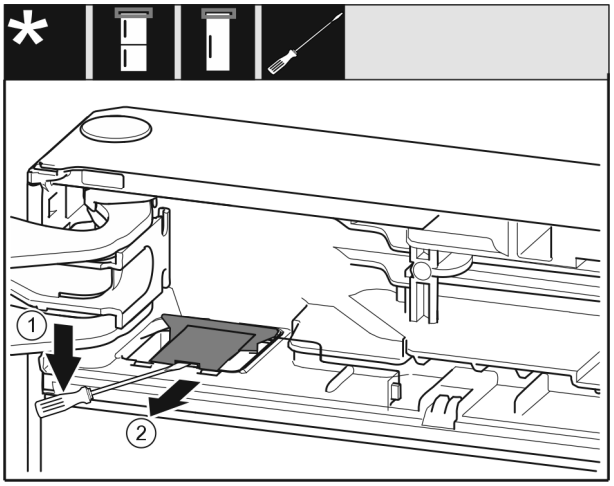

Fig. 14
▶ Plochým šroubovákem uvolněte kryt *Fig. 14 (1)*.
▶ Vyjměte kryt *Fig. 14 (2)*.